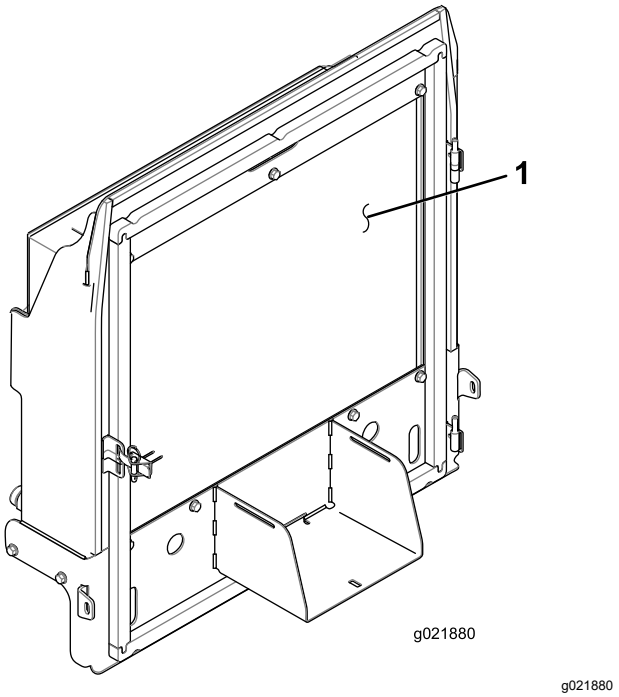

Figuur 137
4. Reinig beide zijden van de radiateur/oliekoeler grondig met perslucht (Figuur 137).